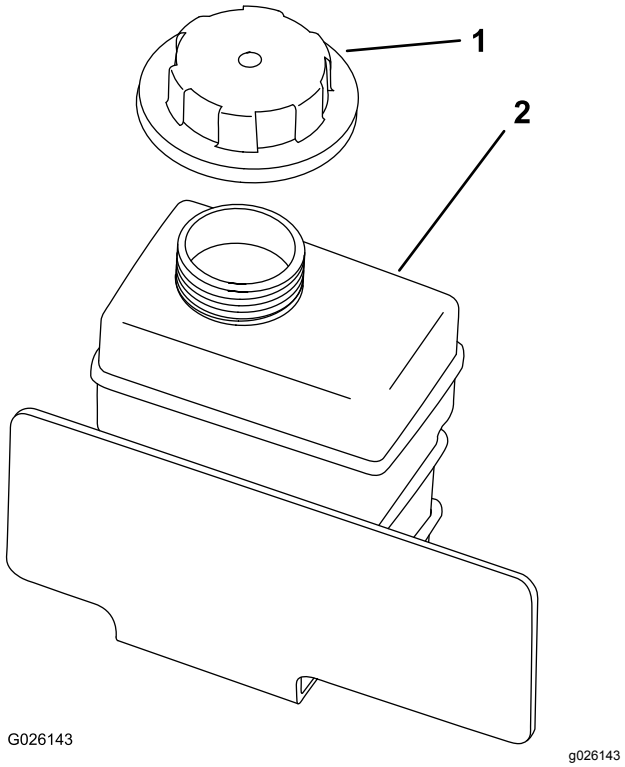

Figur 51
4. Kontroller kjølemiddelnivået i reservetanken (Figur 51).